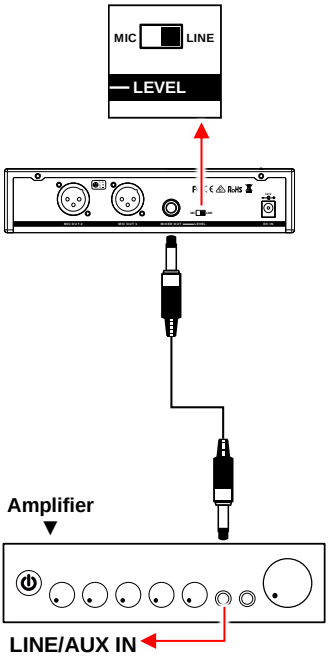

Fig 4
- When connecting to the **LINE /AUX IN** of a mixer/amplifier, switch to “**LINE**” position (**Fig 4**). DO NOT use the “**MIC**” position as they may not deliver a sufficient high output level.